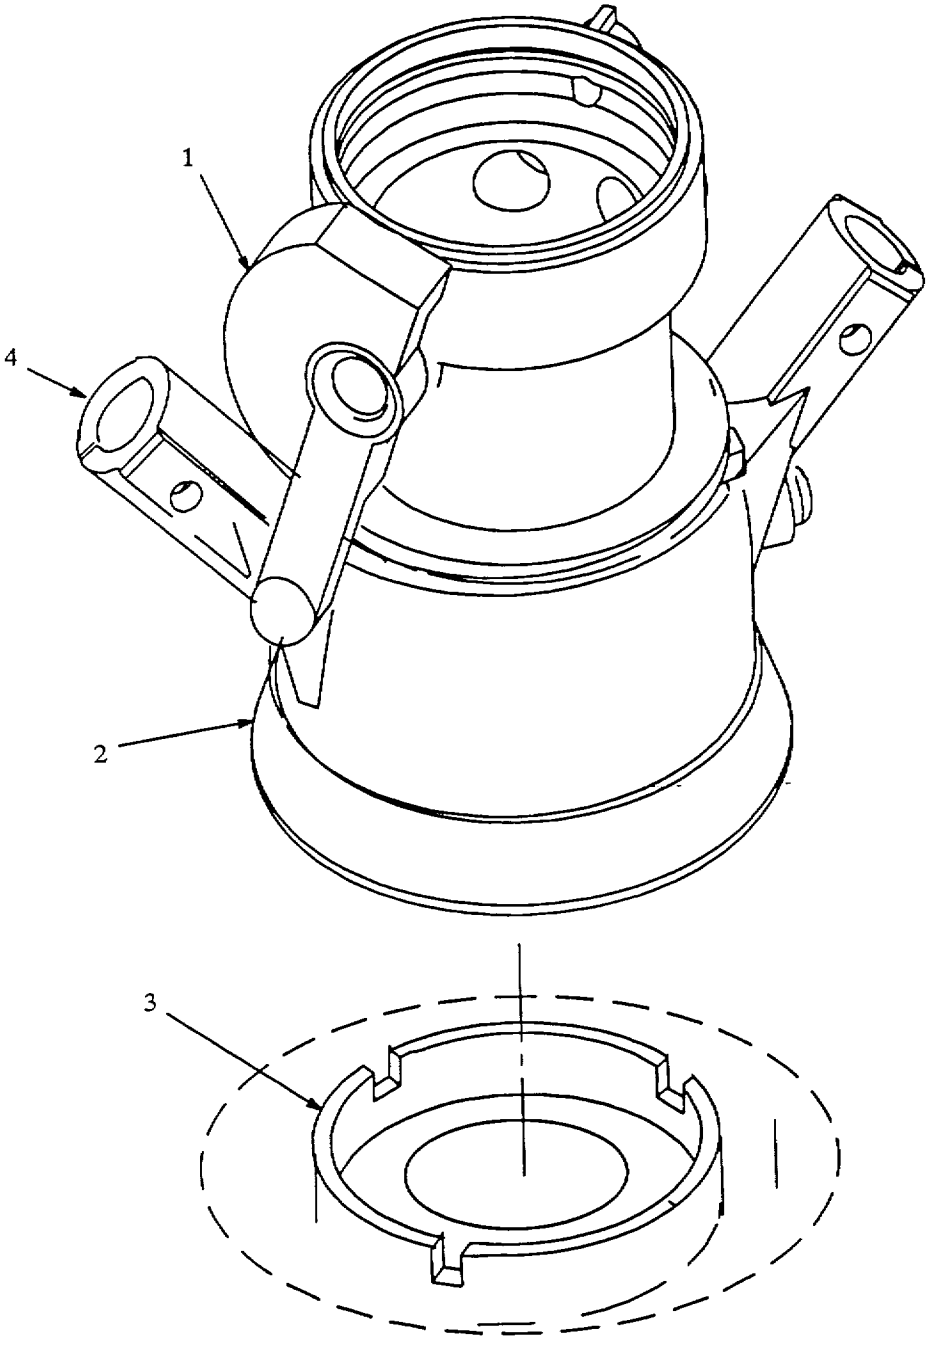

Figure 5-8. Recirculation Nozzle Functional Test.
(1) Functional Test. Refer to figure 5-8.